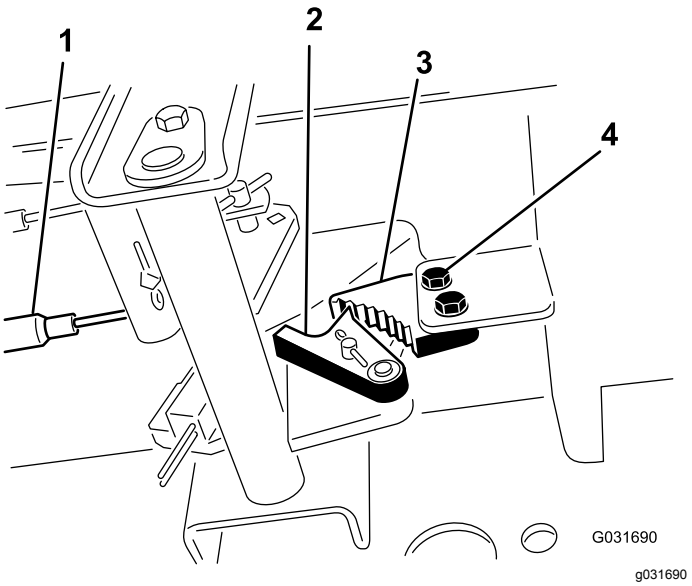

Figur 53
1. Løsne de to skruene som fester parkeringsbremsespaken til rammen (Figur 53).
2. Trykk parkeringsbremsepedalen fremover til bremsesperrehaken aktiveres fullstendig på bremsesperren (Figur 53).